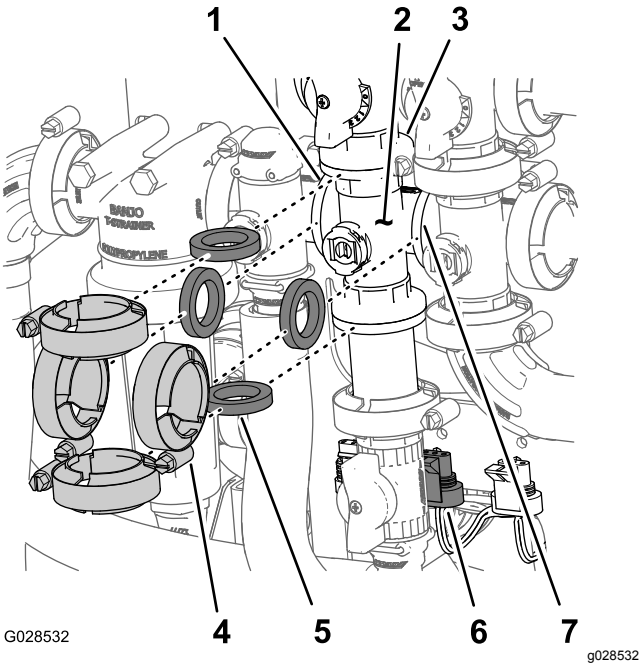

Figur 90
1. Afmonter de klemmer og pakninger, der fastgør manifolden til omrøringsventilen (Figur 90) til omrøringsomløbsventil, hastighedsreguleringsventilen, bommens hovedventil og adapterfittingen (omrøringens drosselventil).